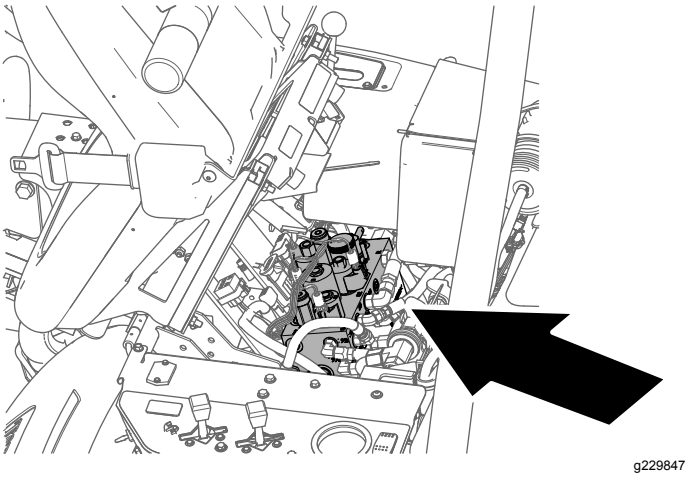

**Figur 54**
2. Tippa förarsätet framåt och säkra det med stöttan (Figur 54).